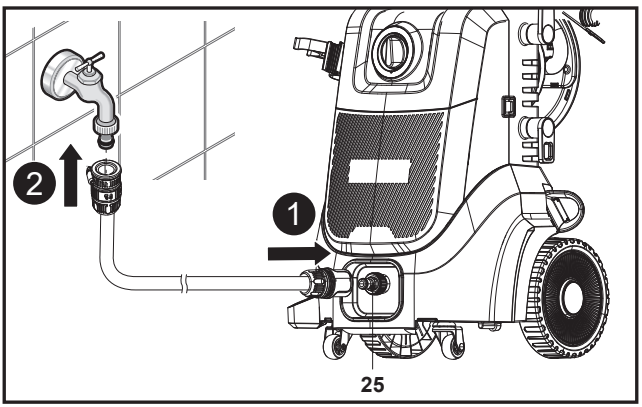

Fig. 10
2. Fixer le tuyau d'arrosage à l'adaptateur d'arrivée d'eau (25) sur le raccord d'arrivée d'eau (10) de la machine (Fig. 10, étape 1). Toujours utiliser un raccord standard pour l'arrivée d'eau. Pour un fonctionnement correct, la longueur du tuyau ne doit pas dépasser 8 m.
3. Raccorder l'autre extrémité du tuyau d'arrosage à une source d'alimentation en eau (Fig. 10, étape 2).